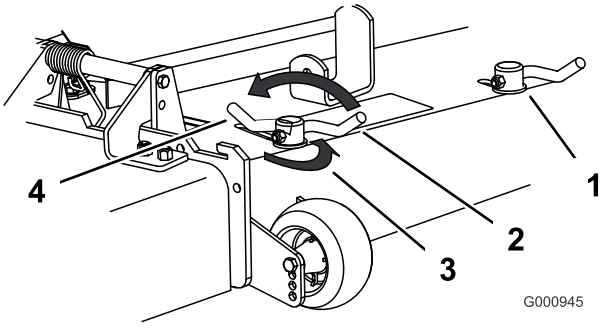

Figuur 23
3. Om de sluitnokken te verstellen, draait u de hendel omhoog om ze los te maken (Figuur 23).
5. Draai de hendel terug om de plaat en de sluitnokken vast te zetten (Figuur 23).